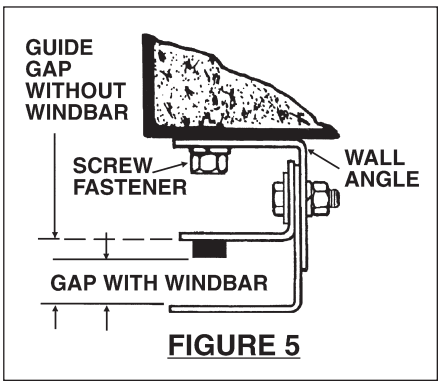

FIGURE 5
STEP 1 If you plan to use the sling method to wrap the curtain on the barrel assembly, and if the outside guide angle or both guide angles are flared, then remove the guide angles from the wall angle at this time. They will be bolted to the wall angle after curtain installation is complete in Step 10; the Guide Gap must be set to the dimension shown on the "Installation Data" sheet. See Figure 5.
- If guides are flared, then bolt the middle angles and the outside angles to the wall angles like Figure 5.
- The Guide Gap MUST be set to the value shown on the “Installation Data” sheet. Refer to Step 2 and Figure 5.